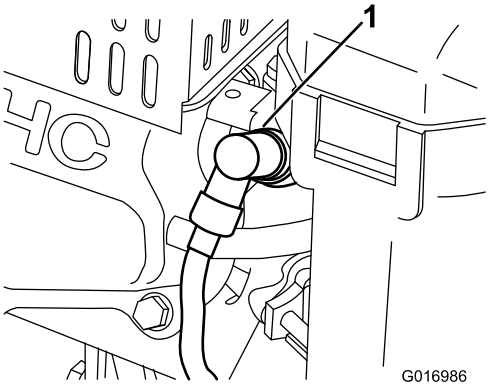

Figuur 26
1. Trek de bougiekabel los van de bougie (Figuur 26).